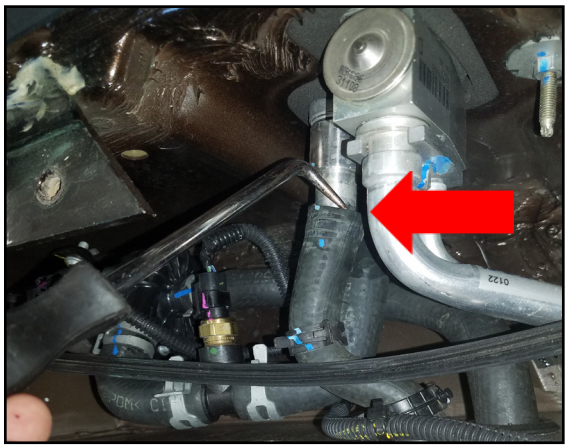

fig. 10b
b. Use a soft pry- or 90 degree tool, and gap the hose end off the connector to allow to burp the system (fig.10b)